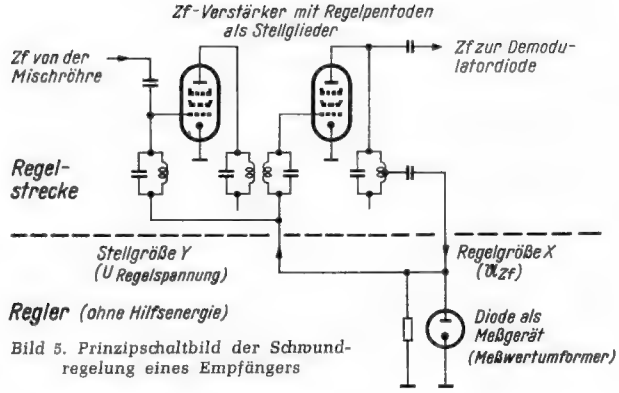

Bild 5. Prinzipschaltbild der Schwundregelung eines Empfängers
Die Schwundregelschaltung eines größeren Superhet-Empfängers stellt einen bekannten Fall eines proportional wirkenden Reglers (P-Regler) dar. *Bild 5* zeigt das Prinzipschaltbild eines schwundgeregelten Zf-Verstärkers. Der Zf-Verstärker ist hier als Regelstrecke zu betrachten, die Regelspannungsdiode als Meßgerät und Meßwertumformer. Da es sich hier um eine Regelschaltung ohne Stellmotor und also auch ohne Kraftschalter handelt, wird der Ausgangswert des „Meßgerätes" direkt zur Regelung der Stellglieder (Regelpentoden) benutzt. Man hat es also hier mit einem Regler ohne Hilfsenergie zu tun. Je größer die empfangene Feldstärke und damit die Zf-Spannung (Regelgröße X) ist, um so größer wird die gleichgerichtete Schwundregelspannung als Stellgröße Y, wodurch die Verstärkung des Zf-Verstärkers herabgesetzt und die Regelgröße X möglichst weitgehend auf den Sollwert geregelt wird. Die Stellgröße ist also der Meßgröße proportional, sie stellt sich nach einer Änderung von X sofort ein und ist mit ihr durch einen Faktor (Empfindlichkeitsfaktor) verknüpft. Meist werden bei diesen Regelschaltungen RC-Glieder oder Diodenvorspannungen eingefügt, die den Einsatz der Regelwirkung beeinflussen sollen.
Es sind auch *automatische Nachstimmschaltungen* bekannt, bei denen der Oszillator des Empfängers auf rein elektronischem Wege durch eine zum Schwingkreis parallel geschaltete Phasenschieberröhre (Impedanzröhre) nachgestimmt wird. Hier gibt ein Frequenz-Diskriminator als Meßgerät die Abweichungen der Regelgröße als Gleichspannung ab. Durch hiermit erfolgte Regelung des Innenwiderstandes der Impedanzröhre wird der Oszillator nachgestimmt. Grundsätzlich arbeitet diese Schaltung aber als P-Regler, wie auch die Schwundregelung nach Bild 5. Einer schnellen Nachregelung als Vorteil, da ja die Verstellzeit durch Fortfall eines Elektromotors mit Getriebe sehr gering ist, steht die bleibende Abweichung als Nachteil gegenüber. Der Gerätekonstrukteur muß also, entsprechend den gegebenen Forderungen hinsichtlich erlaubter Zeitdauer und Genauigkeit der Regelung, zwischen der Anwendung eines P- oder I-Reglers entscheiden. Erwähnt seien hier auch die automatischen Bandbreitenregelungen, die zumeist auch als P-Regler arbeiten. Eine gute Übersicht über alle in Rundfunkempfängern vorkommenden Regelungen gibt (7), freilich nicht vom Gesichtspunkt des Regelungstechnikers, sondern von dem des Rundfunkempfänger-Konstrukteurs.